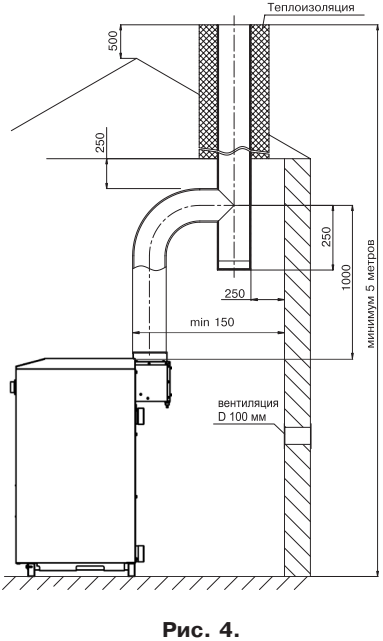

Рис. 4.
6.9. Устройство дымохода, к которому подключается котел, должно соответствовать СП42-101-2003 «Общие положения по проектированию и строительству газораспределительных систем» (см. рис. 4).